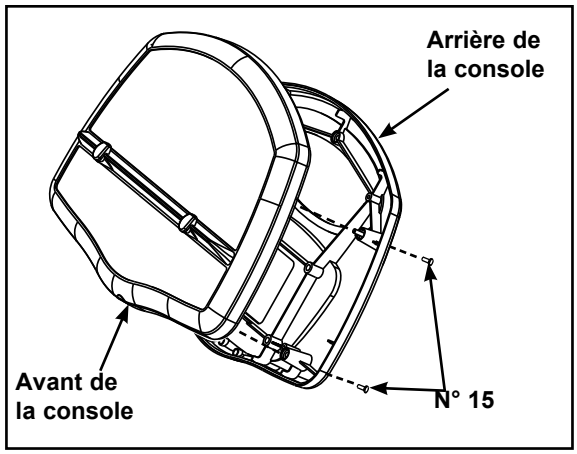

Figure 8
A. Repérez la console (n° 6) de l'afficheur et les quatre vis 1/4 x-20 x 1,25 po (n° 15). Reportez-vous à la figure 8.
B. À l'aide d'un tournevis Phillips, retirez les quatre vis fixant l'avant de la console à l'arrière de la console. Reportez-vous à la figure 8.
F. En veillant à ne pincer aucun câble, à l'aide d'un tournevis Phillips, serrez les quatre vis fixant l'avant de la console à l'arrière de la console. Reportez-vous à la figure 8.